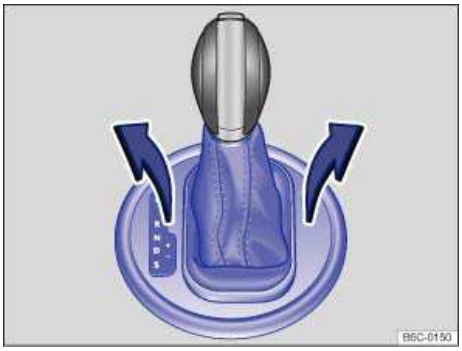

Fig. 157 Removing the selector gate cover.
- Pull upward on the cover around the selector lever sleeve ⇒ fig. 157.